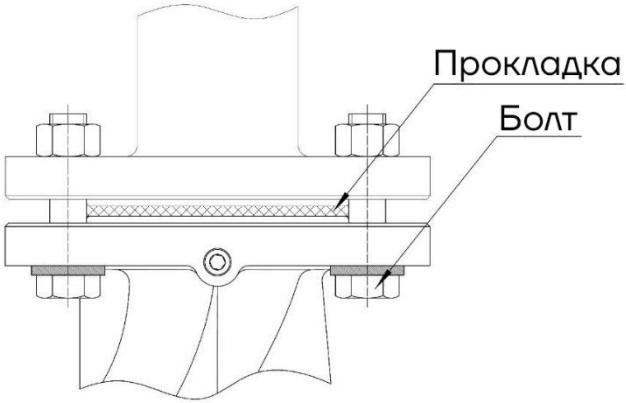

Рис. 8 Установка уплотнения насоса
- Проверить, что фланцы насоса и уплотнения установлены правильно, а болты затянуты (рис. 8). В противном случае существует риск протечки;